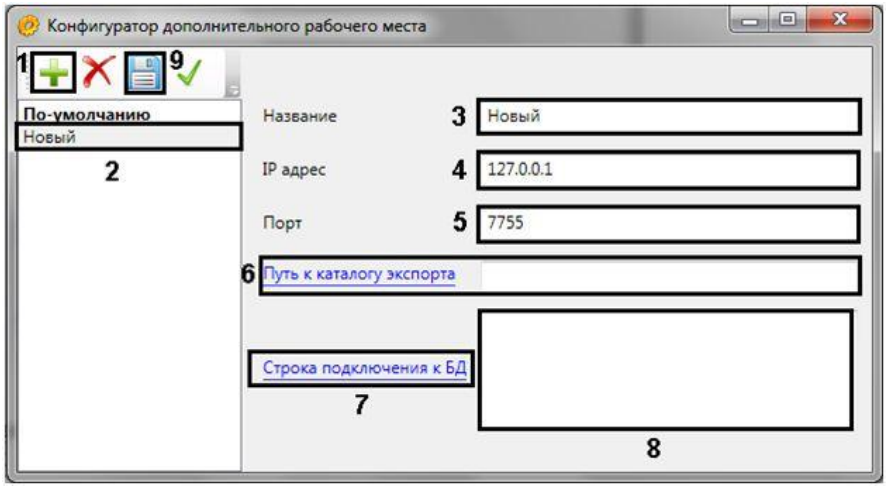

Рис. 5.2—1 Добавление АТМ-Интеллект АРМ в список
1. Запустить утилиту *Конфигуратор дополнительного рабочего места* (Рис. 5.2—1).
2. Нажать на кнопку (см. Рис. 5.2—1, 1).
3. Новый *АТМ-Интеллект АРМ* будет добавлен в список с названием **Новый** (см. Рис. 5.2—1, 2).
4. При необходимости изменить название *АТМ-Интеллект АРМ* (см. Рис. 5.2—1, 3).